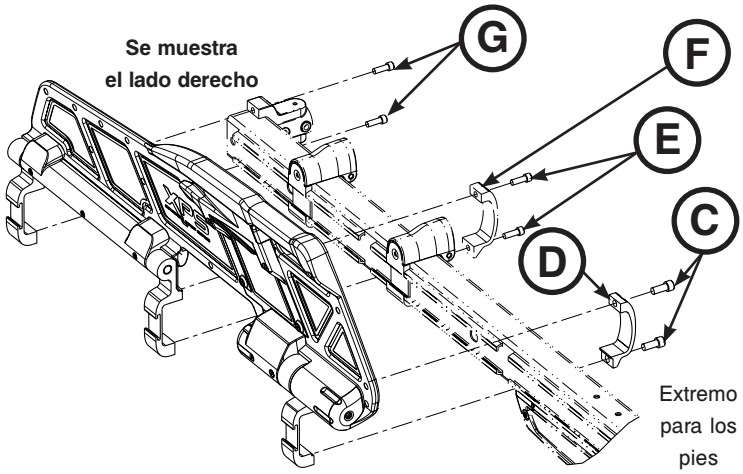

Figura 82
5. Con una llave hexagonal de 1/4", retire los tornillos de cabeza plana (C) que fijan la abrazadera de la barra lateral (D) al conjunto del trinquete en el extremo para los pies del conjunto principal (Figura 82). Durante la instalación, apriete los dos tornillos nuevos hasta un par de torsión de 22 ± 3,3 pies-lb (29,83 ± 4,47 Nm).
6. Con una llave hexagonal de 3/16", retire los dos tornillos de cabeza plana (E) que fijan la abrazadera central de la barra lateral (F) al conjunto externo de la barra (Figura 82).
7. Con una llave hexagonal de 3/16", retire los dos tornillos de cabeza plana (G) que fijan la parte superior e inferior del soporte de la interfaz base/camilla al conjunto externo de la barra (Figura 82).